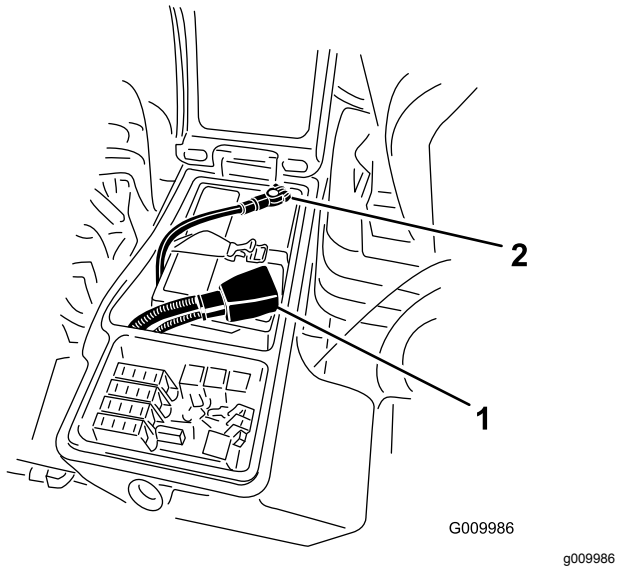

Figur 61
4. Koble den positive kabelen (rød) til den positive (+) polen og den negative kabelen (svart) til den negative (-) polen (Figur 61).